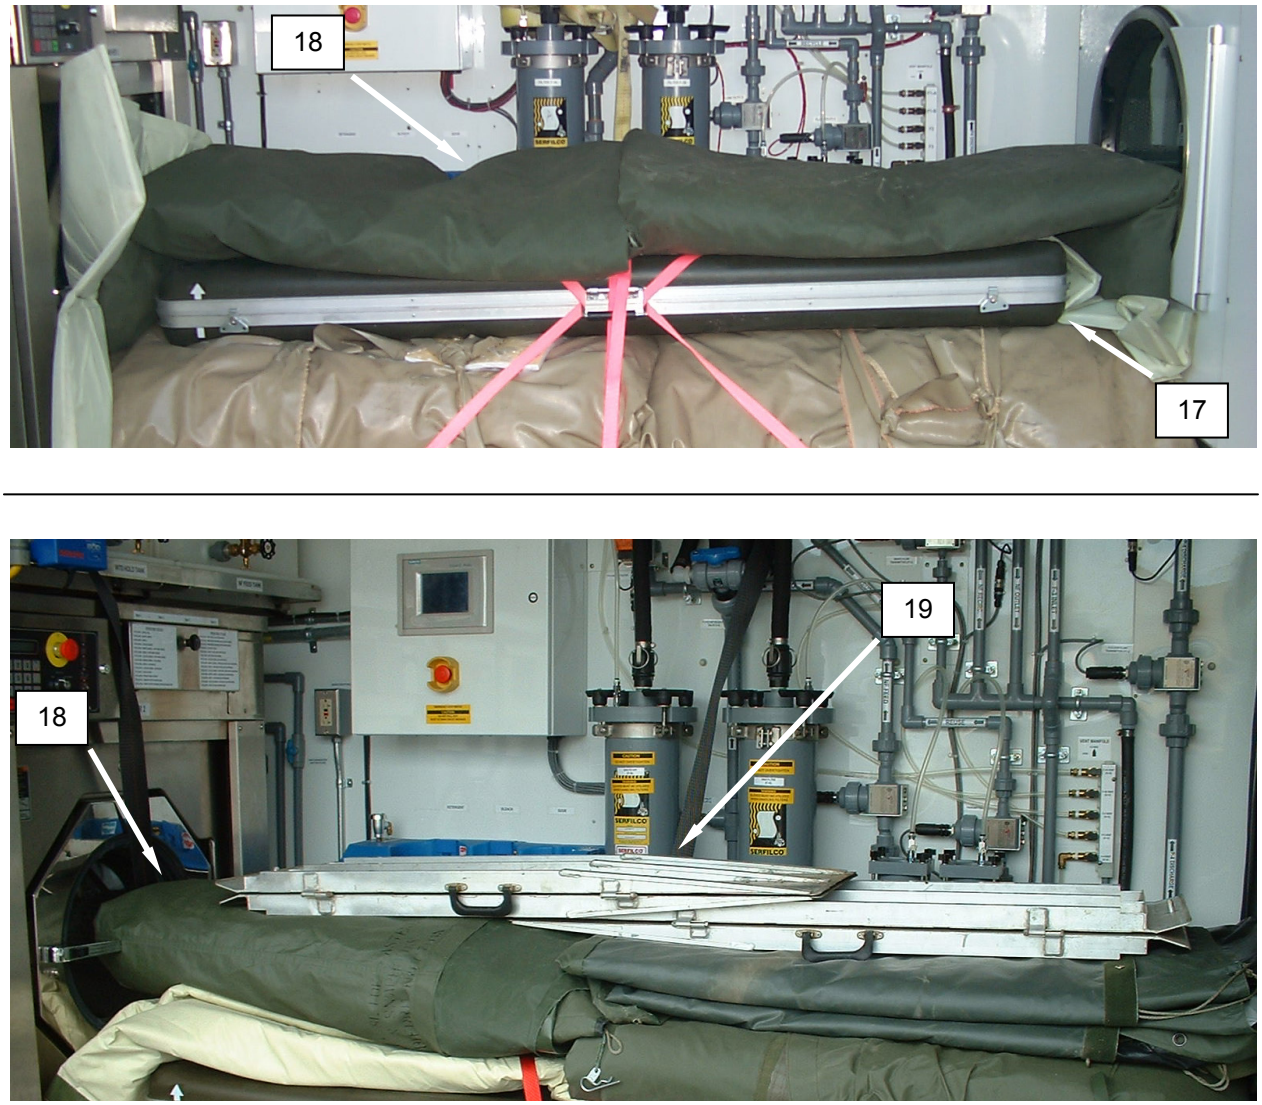

Figure 15. CBL Full Packout.
23. Place half of the outer TEMPER fabric components **(Figure 15, Item 18)** on top of light case **(Figure 15, Item 17)**. Ensure the fabric sections fold down against the dryer door.
24. Place ramps **(Figure 15, Item 19)** on top of outer fabric components **(Figure 15, Item 18)**.